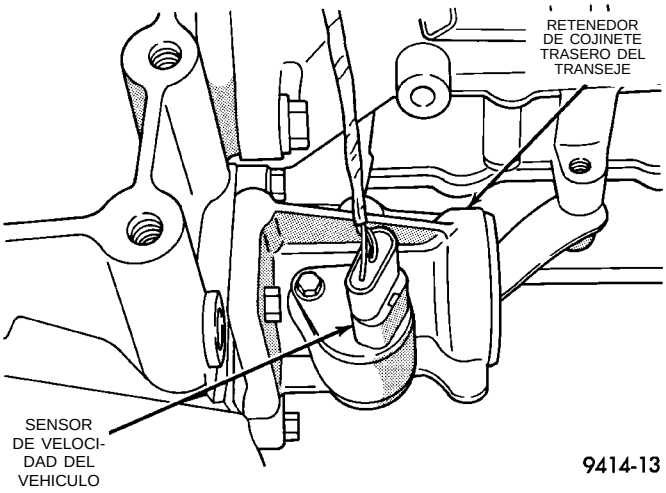

Fig. 46 Sensor de velocidad del vehículo
(19) Verifique la conexión eléctrica del sensor de velocidad del vehículo (Fig. 46).